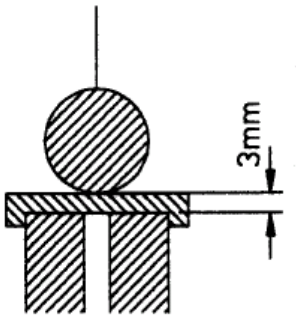

Fig. 7 Distanza tra la sfera del pendolo e l'elettromagnete
- Regolare una distanza di ca. 3 mm tra la sfera del pendolo e l'elettromagnete. Per verificare che la distanza sia corretta, è sufficiente che la sfera tocchi appena il disco di regolazione sopra di essa (ved. fig. 7). Se la distanza è eccessiva, l'effetto del meccanismo di eccitazione viene attenuato.